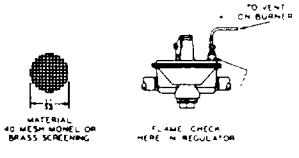

FIG. 30—Flame Check
7. Remove vent fitting from regulator (not used for L.P. gas) and see that flame check is in place. See Fig. 30. Replace vent fitting and install tube between regulator and gas valve, using tee connector, also between tee connector and vent tube connector inside of the boiler jacket. See Fig. 23